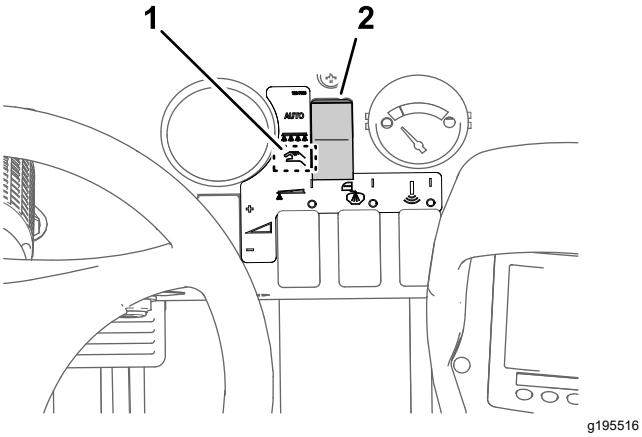

Figuur 43
2. Zet de knop van de spuitmodus op de manuele modus (Figuur 43).